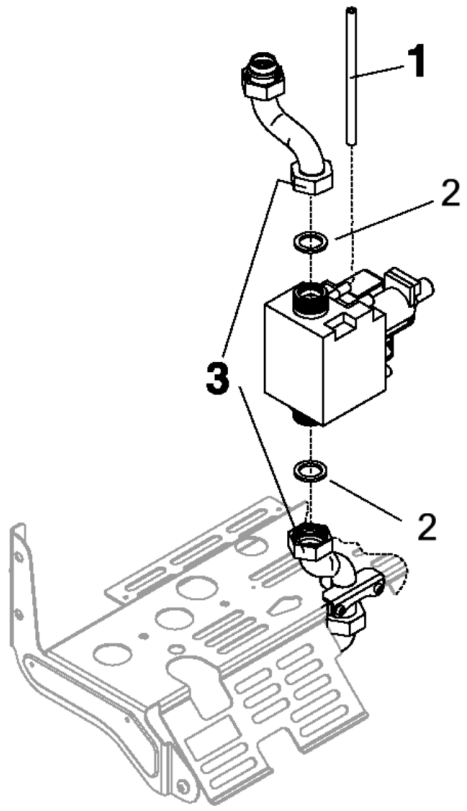

Fig. 25
**6.13 GAS VALVE (see fig. 25)**